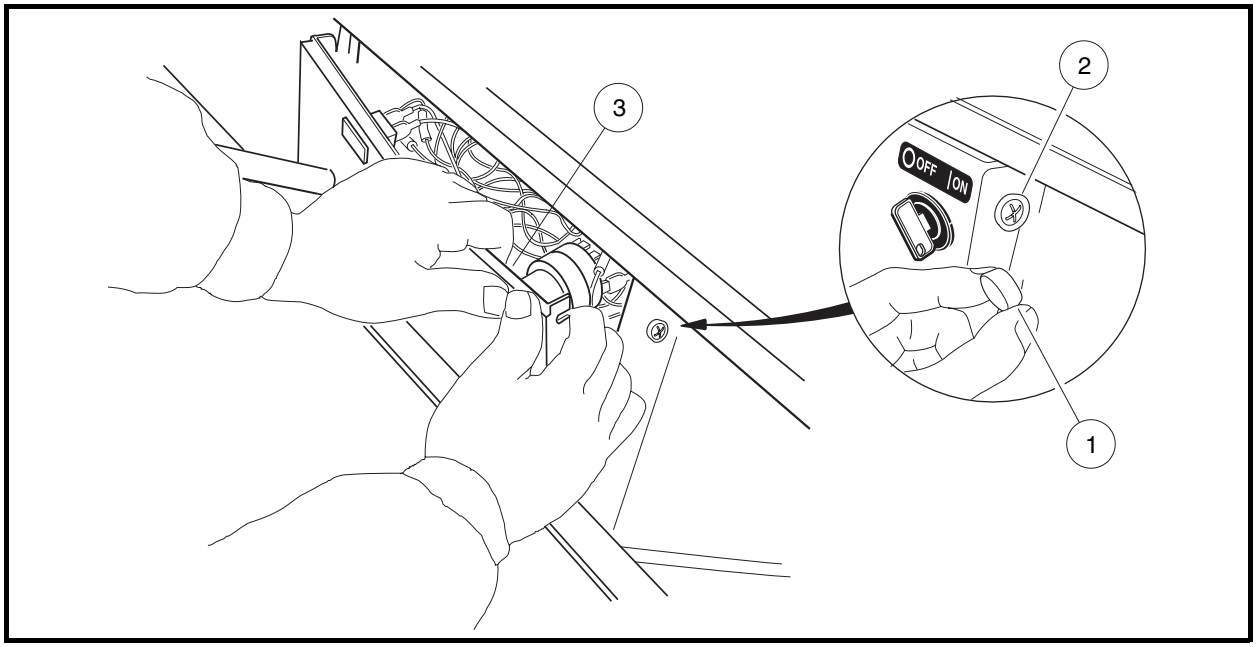

Figure 12-17 Center Dash Panel Removal
- 2.1. Remove the plastic cap (1) covering the mounting screw (2) on each side of the center dash panel (3) **(Figure 12-17, Page 12-14)**.